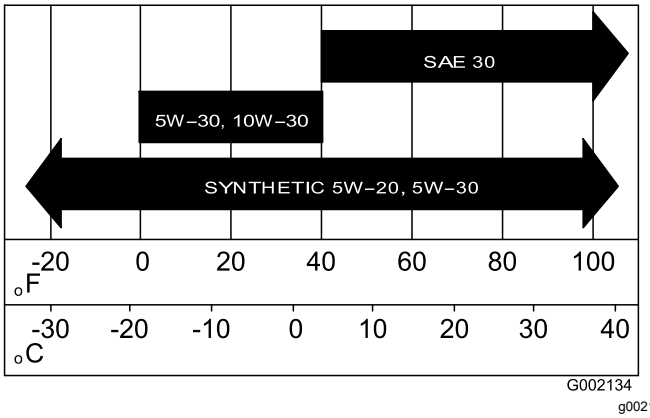

Figur 34
5. Fyll på angiven olja i vevhuset (Figur 34).